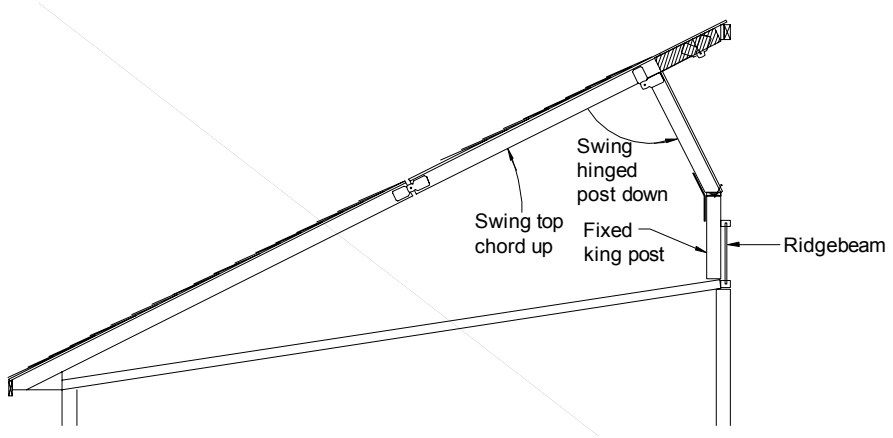
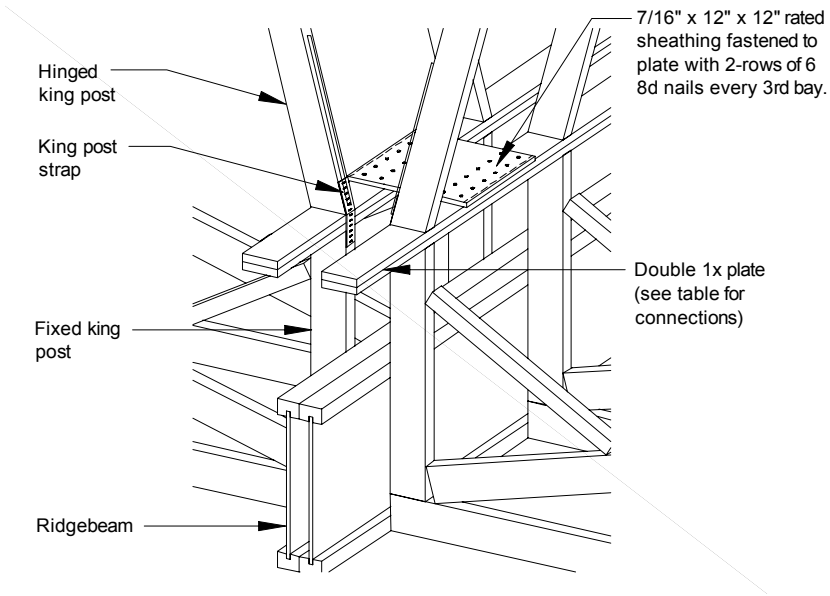

Figure 23. *Hinged Roof Truss (drawing is typical, actual configuration may vary)*
Figure 26. *King Post and Plate Connections*
4. **Secure king posts.** Position the hinged king posts atop the fixed king posts or against the wooden stop (**Figure 23**). The king posts are hinged to the underside of the hinged-truss top chord. Position them as needed to level the roof, aligning each hinged king post with the king post directly beneath it, and securing in place using straps, sheathing and fasteners as shown in **Figure 24**, **Figure 25**, **Figure 26** and **Table 15** and **Table 16**.